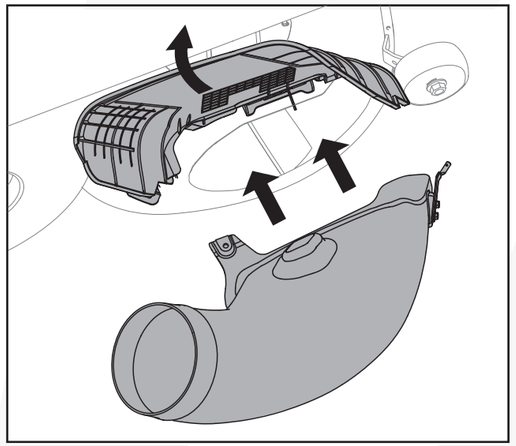

Fig. 11
5.Levante el canal de descarga lateral. Inserte el tubo de salida de hierba en la cubierta. (Fig. 11)